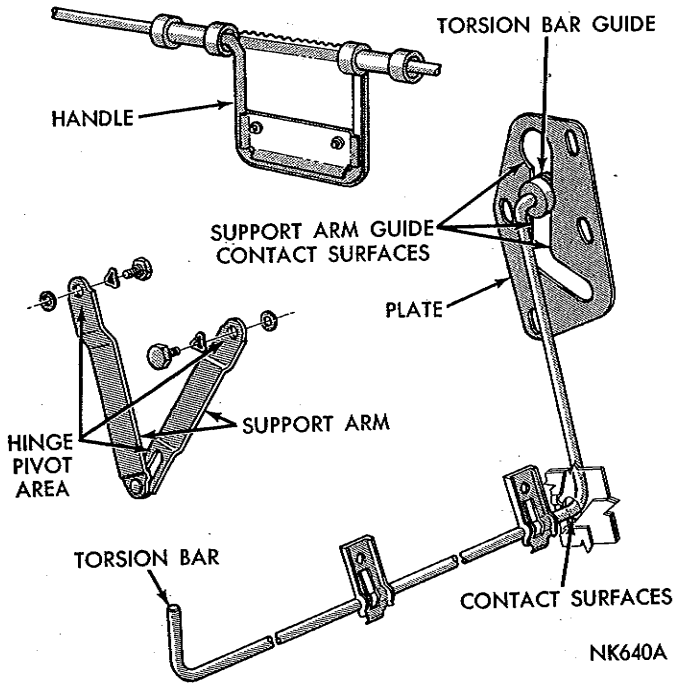

***Fig. 71—Tail Gate Torsion Bar and Check Arm Guide Lubrication Points (Valiant Models)***
(1) Apply engine oil, sparingly, to hinge pivot areas and tail gate support arm, left side only (Fig. 71).
(2) Apply Door Ease Lubricant to tail gate lock striker plates, dovetail contact surfaces and sliding contact surfaces of tail gate torsion bar and support arm guide pillars.